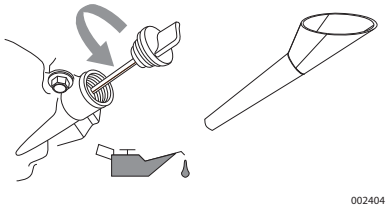

Figure 4-3. Orifice de remplissage d'huile avec entonnoir inséré
7. Insérez l'entonnoir dans l'orifice de remplissage d'huile. Reportez-vous à la *Figure 4-3*. Ajoutez la quantité requise d'huile moteur recommandée.